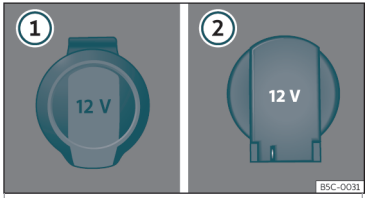

Fig. 129 Presa di corrente da 12 Volt: ① nel bracciolo anteriore, ② nel bagagliaio.
- Alzare la copertura della presa di corrente ››› **fig. 129** ①.
- Alzare la copertura della presa di corrente ››› **fig. 129** ②.